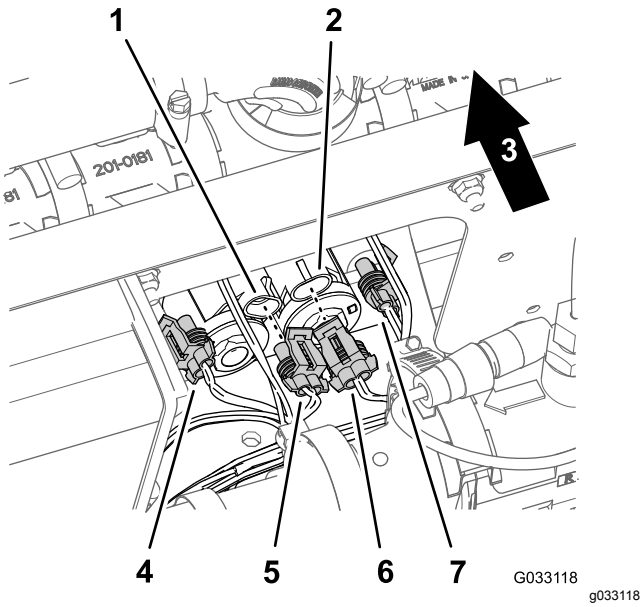

Figur 177
3. Koppla loss kontakterna med två uttag från kablaget för Sonic Booms finputsningssats (Figur 177) från elektromagneternas kontakter med två stift på lyftcylinderns grenrör på följande sätt: